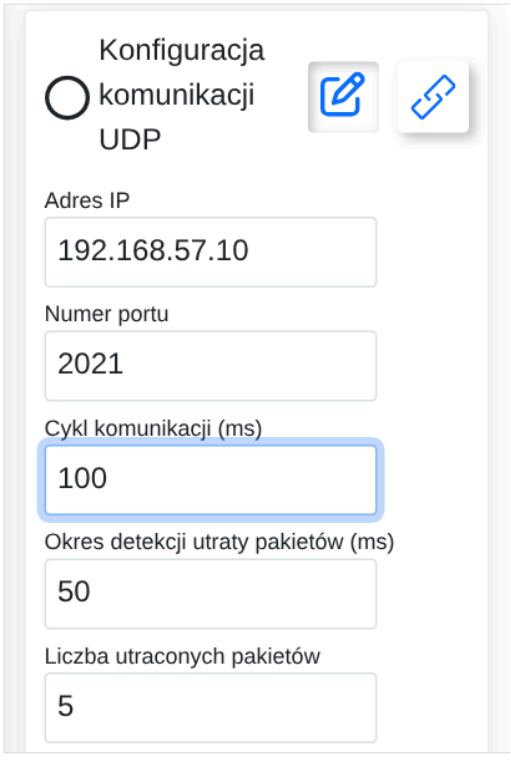

Rys. 6. Parametry komunikacji UDP (fragment). Pozostałe pola opisuje dodatek A.2.
2. W polu (1) **Nazwa układu współrzędnych** musi być zastosowany układ inny niż *exaxis0*; w zestawie Aveny to *exaxis1*. Numer zastosowanego układu osi widać też na górnym pasku panelu: to lewa dolna liczba w polu z czterema liczbami.
4. Jeśli znacznik nie jest zielony (np. po włączeniu kontrolera), sprawdź zasilanie zestawu i kabel sieciowy, a potem kliknij ikonę połączenia (3). Połączenie może też nawiązywać program (rozdział 6, krok 3).
5. Ikona edycji (2) pokazuje parametry komunikacji (rys. 6): **Adres IP** 192.168.57.10 (sterownik PLC zestawu), **Numer portu** 2021, **Cykl komunikacji (ms)** 100. Nie zmieniaj ich.